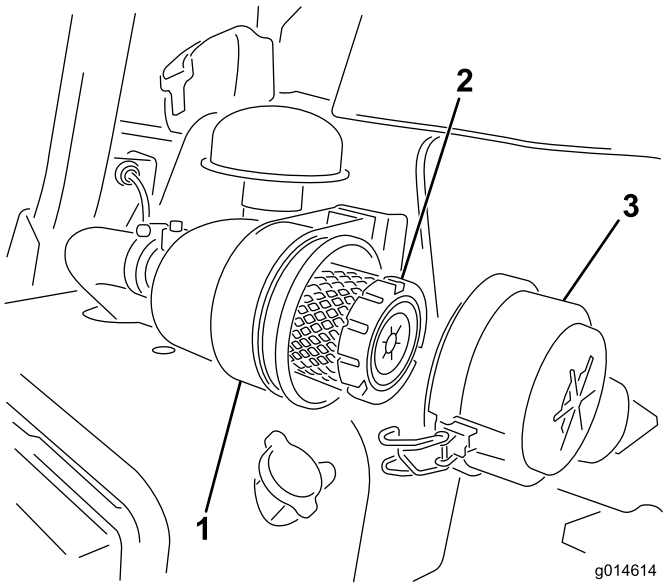

**Figur 44**
1. Utløs låsene som fester luftrenserdekselet til luftrenserhuset (Figur 44).
6. Fest låsene (Figur 44).